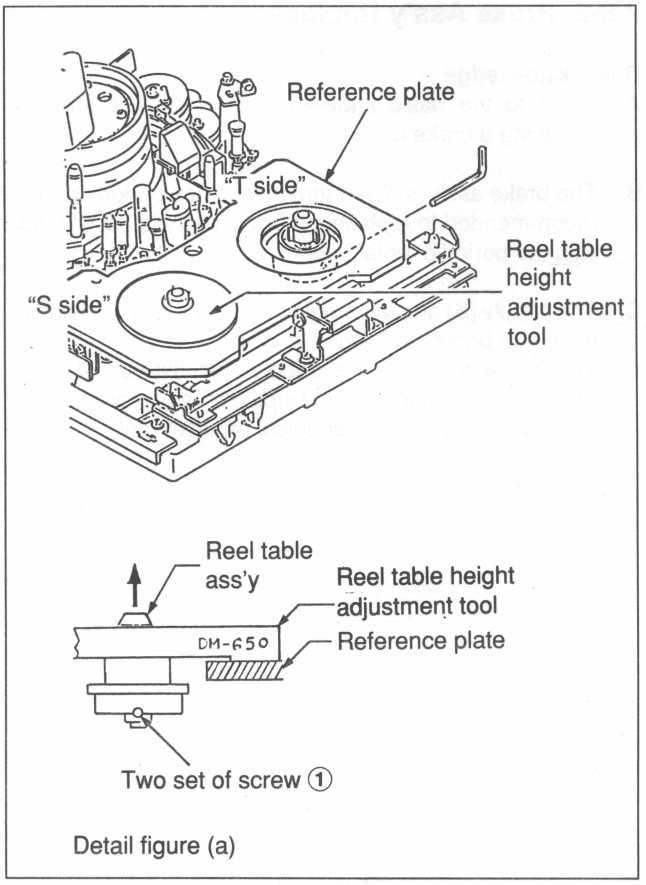

Fig. 7-9-3 Reel Table Height Adjustment
(3) Place the reel table height adjustment tool on the reference plate, on top of the reel table ass'y. (Refer to Fig. 7-9-3.)
(4) Move the reel table ass'y upwards so that the upper surface of the reel table comes firmly in contact with the reel table height adjustment tool. Then tighten the two screws ① (set screws). (Refer to Detail figure (a).)